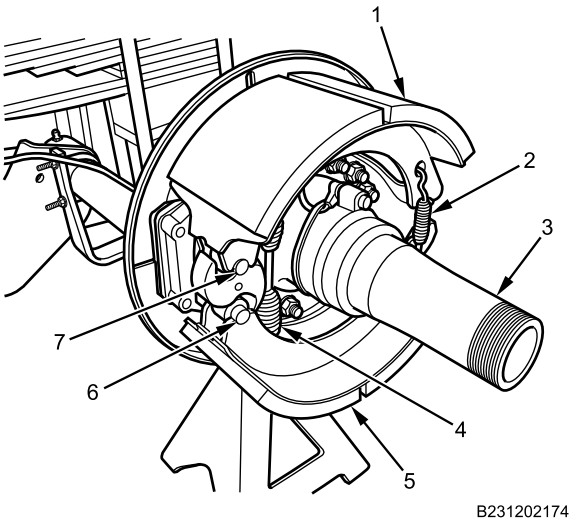

Figure 1. Rear Brake Shoes.
1. Lift up on upper brake shoe (Figure 1, Item 1), and remove roller (Figure 1, Item 7) and roller retainer from brake S-camshaft.
2. Push down on lower brake shoe (Figure 1, Item 5), and remove cam roller (Figure 1, Item 6) and cam roller clip from brake S-camshaft.
3. Remove retainer spring (Figure 1, Item 4) and discard.
4. Spread upper brake shoe (Figure 1, Item 1) and lower brake shoe (Figure 1, Item 5) away from axle (Figure 1, Item 3) and remove brake shoe assembly (Figure 1, Item 1, 2, and 5) from rear axle.
5. Remove two return springs (Figure 1, Item 2) (one not shown) from upper (Figure 1, Item 1) and lower brake shoes (Figure 1, Item 5). Discard retaining springs.